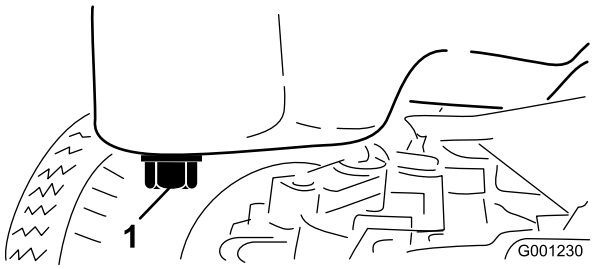

Figur 52
3. Stil en dræningsbakke under oliesumpen og på linje med aftapningsproppen (Figur 52).